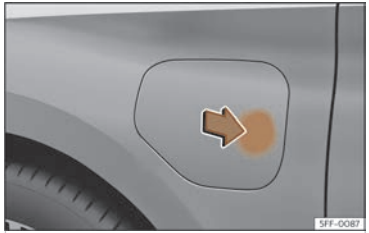

Fig. 61 Opening the charging socket cover.
- Press the battery's charging socket cover in the area of the arrow to open it ››› **Fig. 61**.